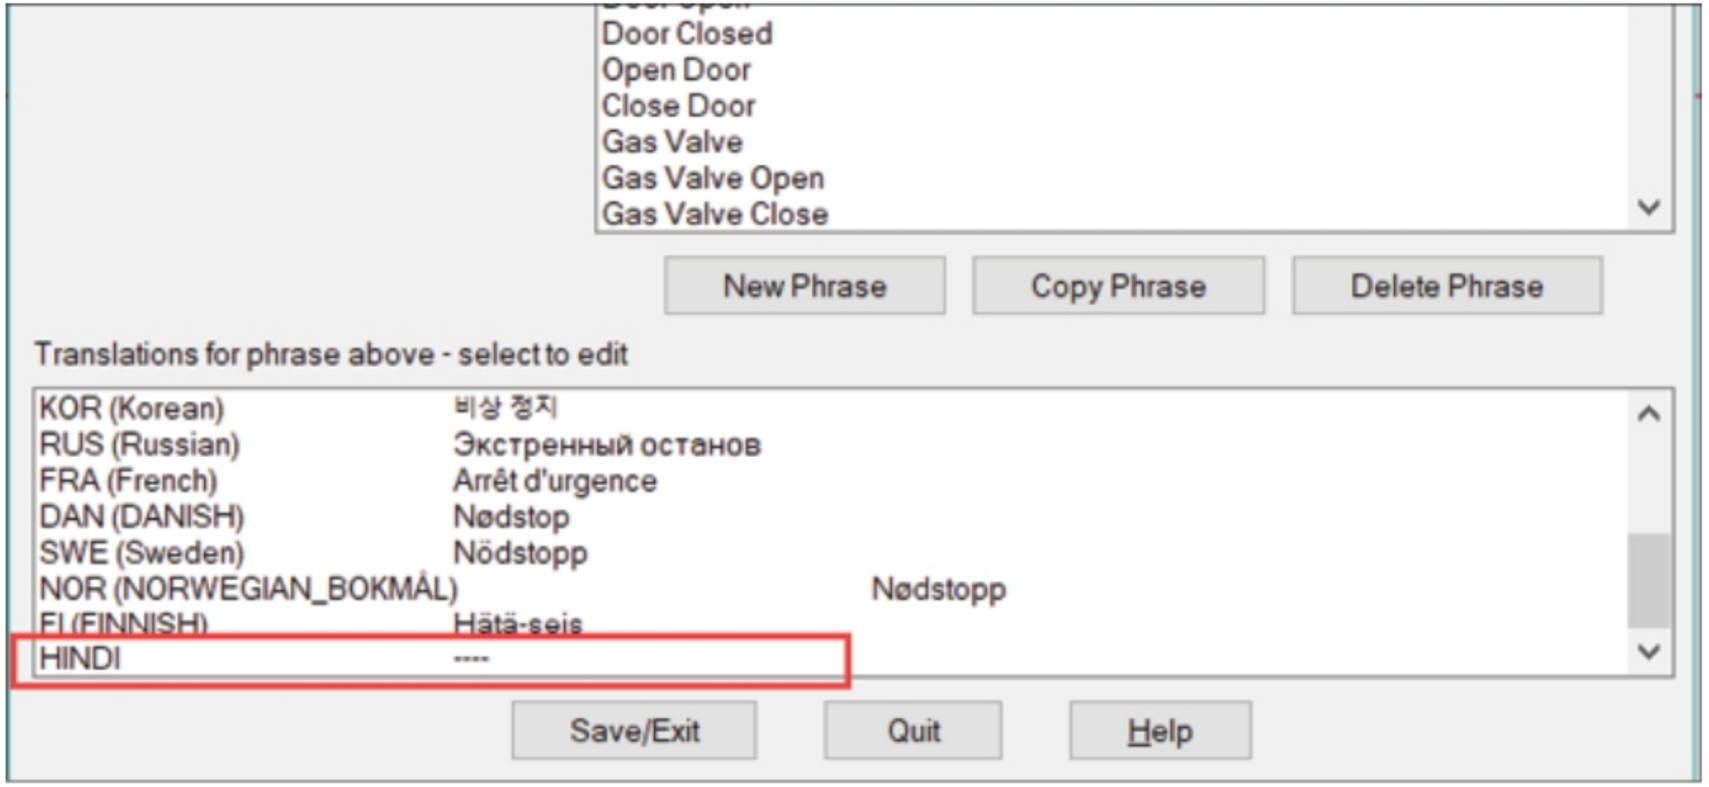

Figure-76. New language added
- Specify desired name of language in the edit box and click on the **OK** button. The new language will be added at the bottom in the bottom list of the dialog box; refer to Figure-76.